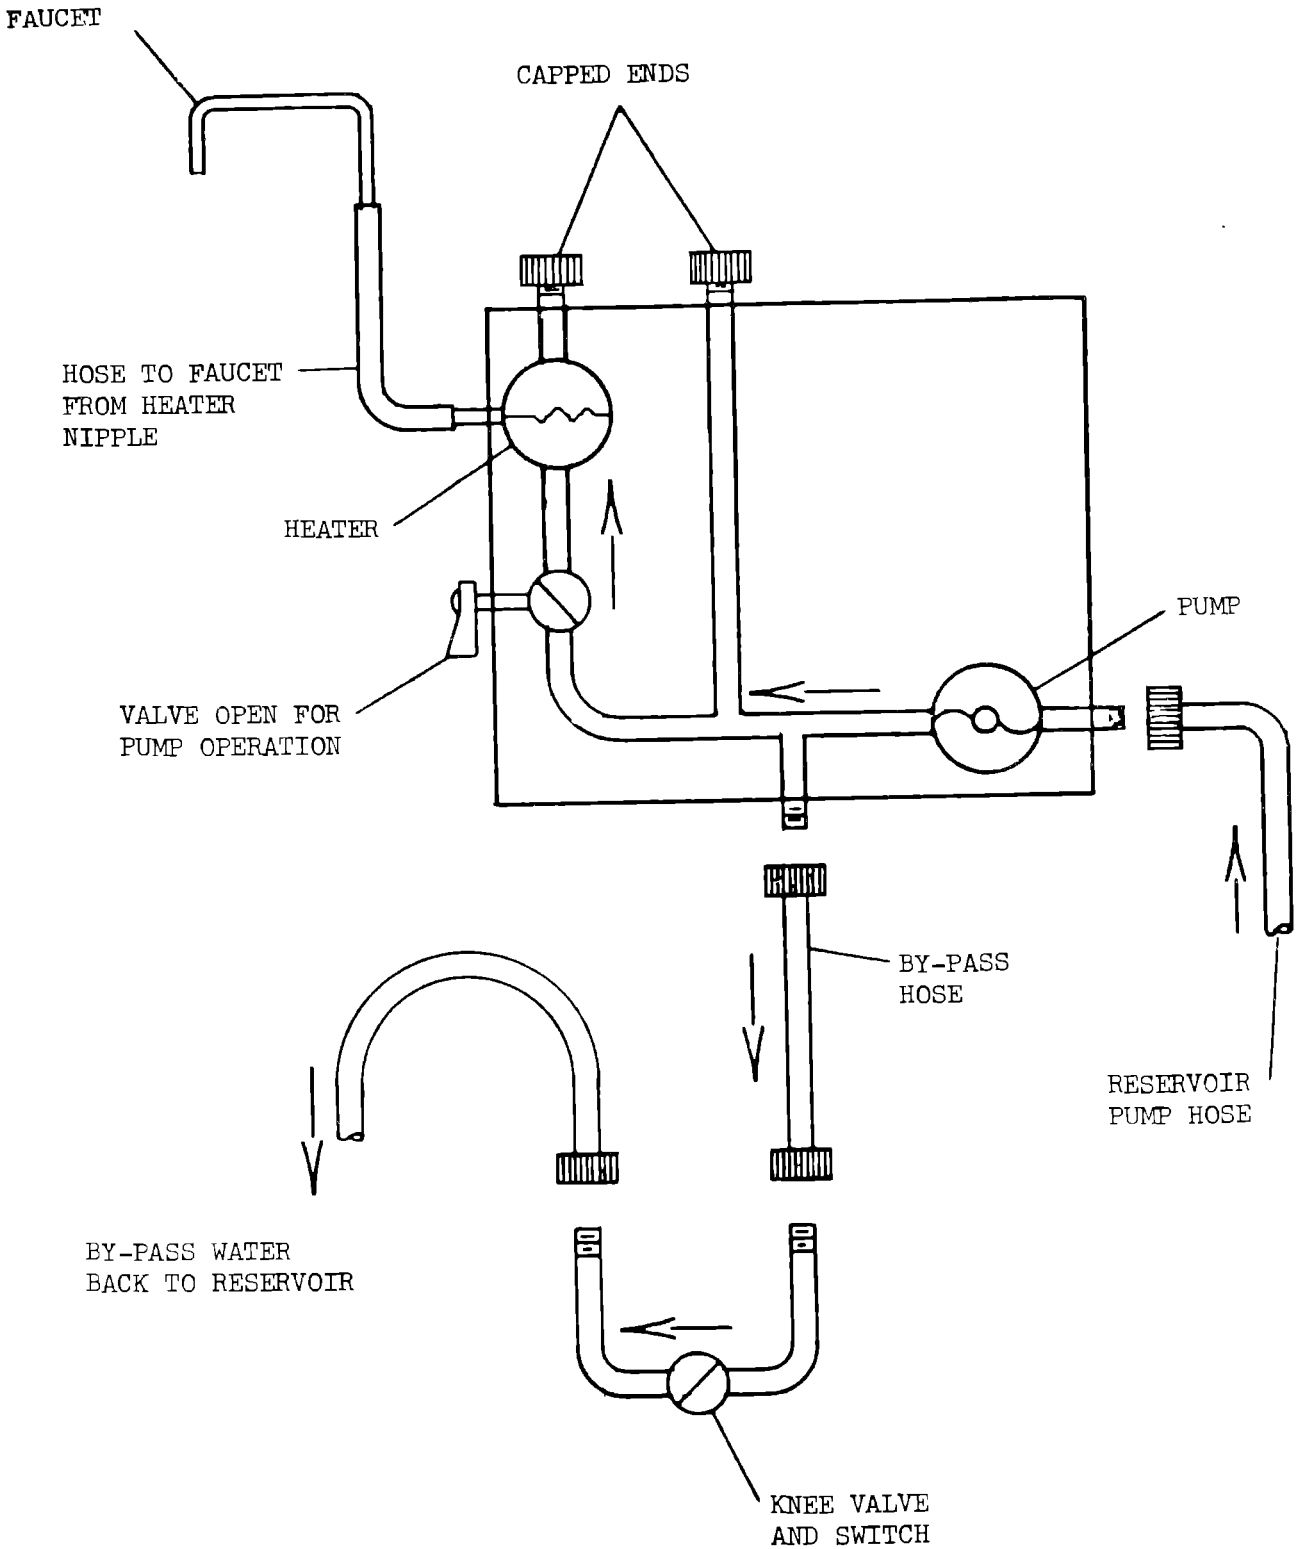

Figure 3-1. Pump Operation Flow
3-2. PUMP AND HEATER. The following procedure covers the operation of the sink assembly with both pump and heater functioning. Refer to Figure 3-1 for flow.
d. All hoses must be located correctly (see Figure 3-1).